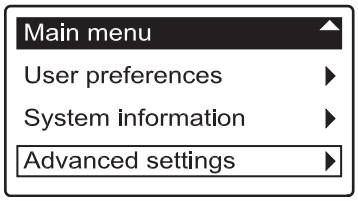

FIG. 11
3. Press the softener's DOWN (▼) button to scroll through the menu options until **Advanced settings** is highlighted (See Figure 11).